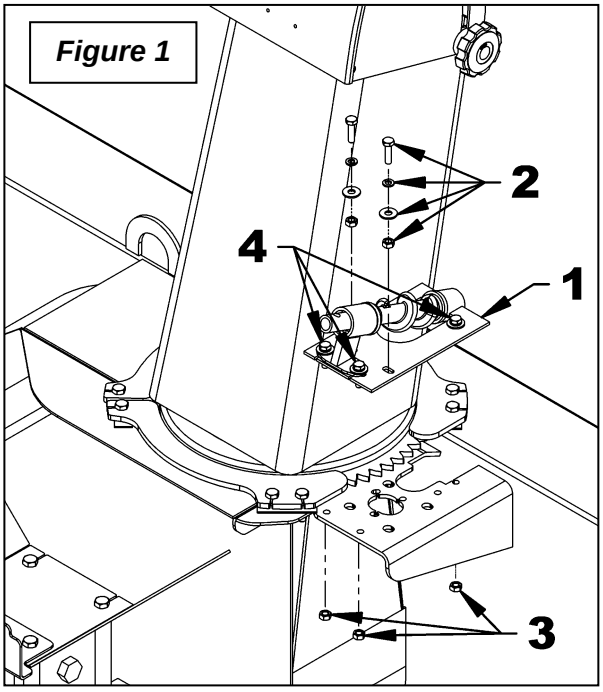

Figure 1
2. **FIGURE 1:** Remove from the rotation worm support (item 1) the two 1/4"NC x 1" bolts, two 1/4" flat washers, two 1/4" lockwashers and two 1/4 " nuts (item 2). This hardware is not required for this assembly.
3. **FIGURE 1** Remove only the three 1/4" nuts (item 3) of the rotation worm support (item 1).
4. **FIGURE 1:** Install the rotation worm support preassembled (item 1) on the chute base. Secure with three 1/4" x 1" bolts, 1/4" lockwashers, 1/4" flat washers already installed (item 4) and the 1/4" nuts (item 3) previously removed.